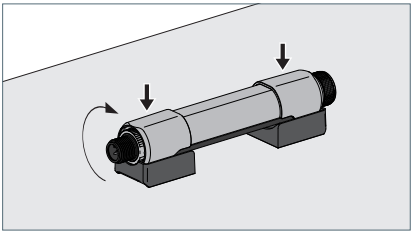

Fig. 9: Gerät einbauen.
- ▶ Drehen Sie das Gerät an den Haltern entlang um mindestens 90°, sodass sich die Rastnasen der Halter in die Nuten der Seitenteile des Geräts schieben, siehe Fig. 9.